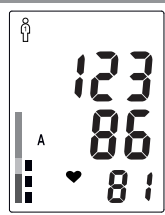
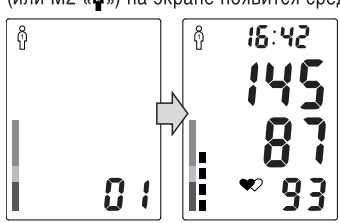

Рис.17
Рис.18
3. Просмотреть содержимое памяти прибора Вы можете, нажав кнопку M1 или M2. При первом нажатии кнопки M1 «1» (или M2 «2») на экране появится среднее значение 3-х последних измерений, сохраненных в память M1 (или M2), обозначенная символом «A» (рис. 17). При повторном нажатии кнопки M1 (или M2) на экране появится индикатор выбранной памяти M1 «1» (или M2 «2») и номер ячейки памяти, а через 1 секунду отображается ее содержимое (рис. 18). При отображении содержимого ячейки памяти, дата и время измерения индицируется попеременно в нижней строке дисплея. Каждое нажатие кнопки M1 (или M2) вызывает переход к следующей ячейке памяти.